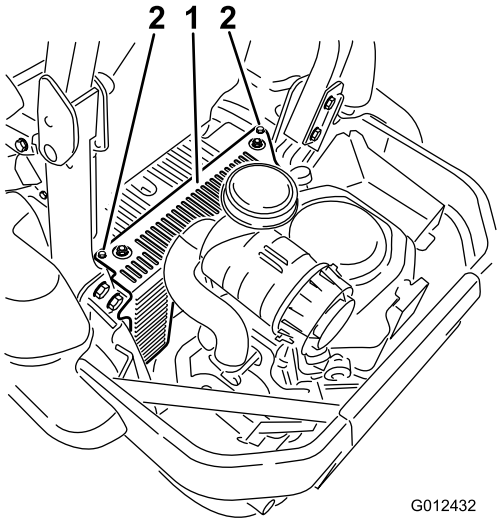

Figur 48
3. Fjern hydraulikenhedens afskærmning og de to bolte, der sidder på den (Figur 48). Dette giver dig adgang til det forreste tændrør.
5. Monter hydraulikenhedens afskærmning i venstre side (Figur 48).